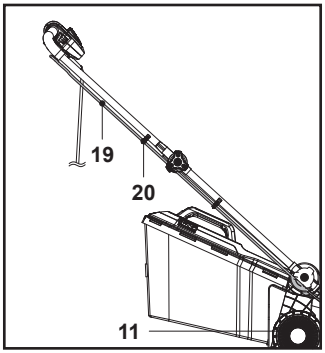

Rys. 4
6. Przymocować linkę sterującą (19) dwoma zaciskami do linki (20) (rys. 4).